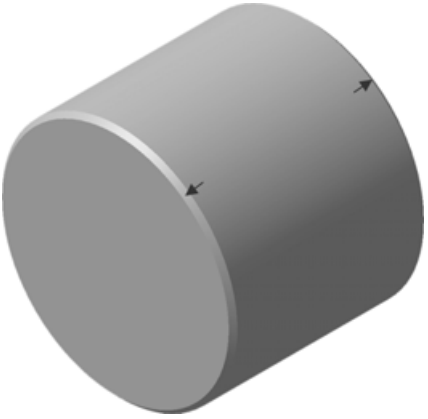

Рис. 8.132
- На торцах детали **Заготовка формы** постройте две фаски размером 2x45° (рис. 8.132).